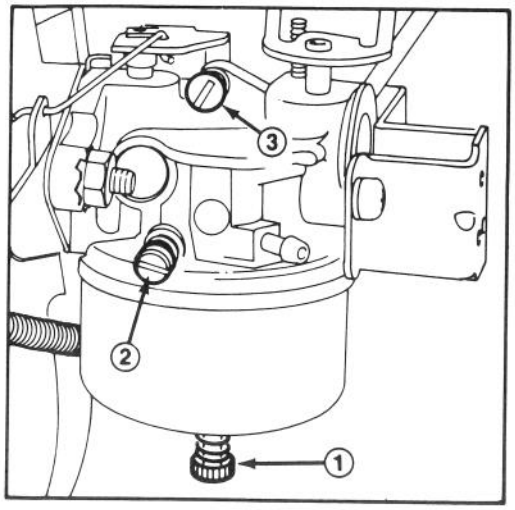

Abbildung 32
2. Haupteinstellschraube (Abb. 32) — Die Schraube vorsichtig nach rechts eindrehen, bis leichter Widerstand spürbar ist. Dann die Schraube wieder um eine ganze Umdrehung — 360° — nach links herausdrehen.
3. Leerlaufluftschraube (Abb. 32) — Die Schraube vorsichtig nach rechts eindrehen, bis leichter Widerstand spürbar ist. Dann die Schraube wieder um 1 1/2 Umdrehungen nach links herausdrehen.
5. Die Haupteinstellschraube (Abb. 32) um jeweils 1/8 Gang nach rechts eindrehen, bis der Motor infolge magerer Gemischeinstellung zu stottern beginnt. Dann die Schraube um jeweils 1/8 Gang nach links herausdrehen, bis der Motor infolge fetter Gemischeinstellung ungleichmäßig zu laufen beginnt. Nun die Haupteinstellschraube wieder bis zum mittleren Punkt zwischen fetter und magerer Einstellung nach rechts eindrehen.
6. Die Drossel auf LANGSAM stellen und dann die Leerlaufeinstellschraube (Abb. 32) so einstellen, daß der Motor schnellen Leerlauf hat (1750 U/Min).
7. Die Leerlaufluftschraube (Abb. 32) um jeweils 1/8 Gang nach rechts eindrehen, bis der Motor infolge magerer Gemischeinstellung zu stottern beginnt. Dann die Schraube um jeweils 1/8 Gang nach links herausdrehen, bis der Motor infolge fetter Gemischeinstellung ungleichmäßig läuft. Nun die Leerlaufluftschraube wieder bis zum mittleren Punkt zwischen fetter und magerer Einstellung nach rechts eindrehen.
8. Die Leerlaufeinstellschraube (Abb. 32) wieder verdrehen, bis der Motor mit 1750 U/min im Leerlauf läuft.